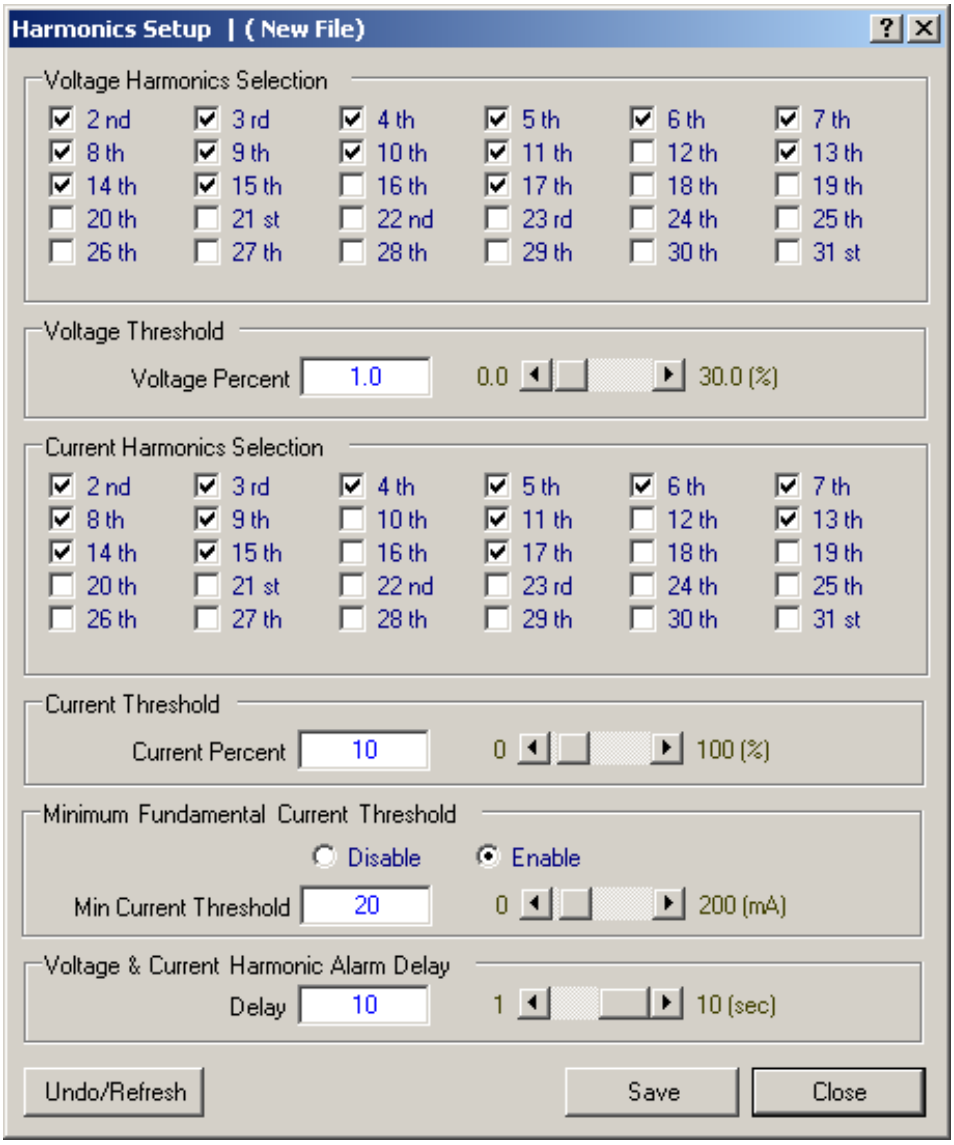

Figure 5-29 Harmonics Setup Dialog Screen
1. Select **Setup/Harmonics Setup** from the TapTalk® toolbar. TapTalk will display the Harmonics Setup dialog screen (Figure 5-29).